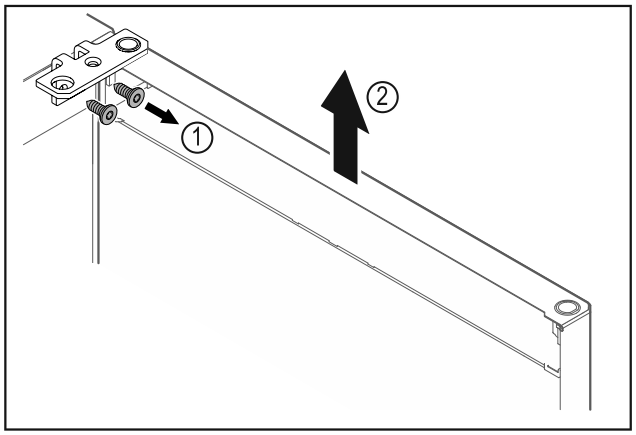

Fig. 6
▶ Відкрутити шарнірний кутик *Fig. 6 (1)*.
▶ Дверцята з шарнірним кутиком *Fig. 6 (2)* приблизно на 200 мм прямо підняти вгору і зняти.